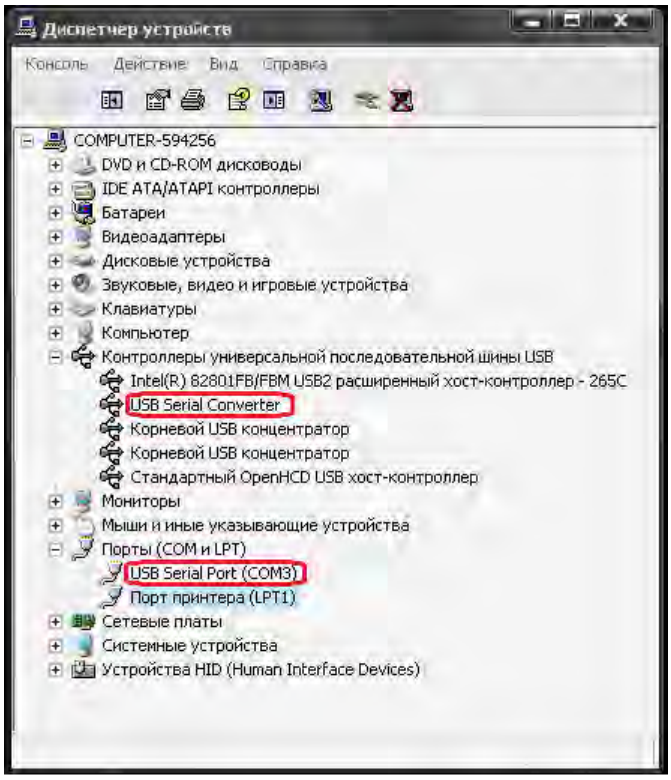

Рис.20
*Примечание: В случае наличия в списке нескольких доступных портов необходимо в программе "**Диспетчер устройств**" открыть пункт "**Порты (COM и LPT)**", найти запись, аналогичную приведённой на рис.20. Номер COM-порта указан в скобках после слова "**COM**".*